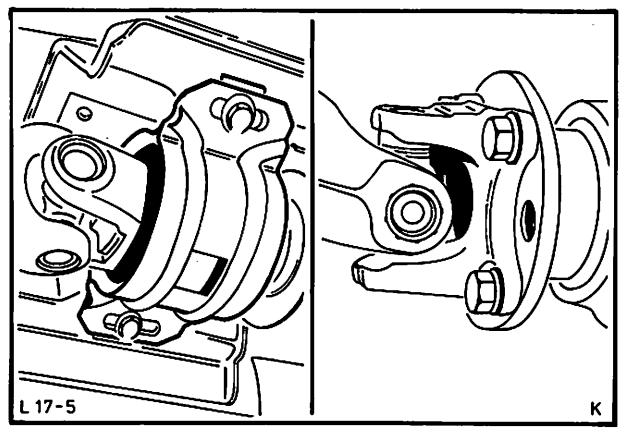

Abb. 32 Befestigung – Gelenkwelle
26. Blindstopfen aus der Getriebeverlängerung entfernen und Gelenkwelle spannungsfrei montieren. Abb. 32.